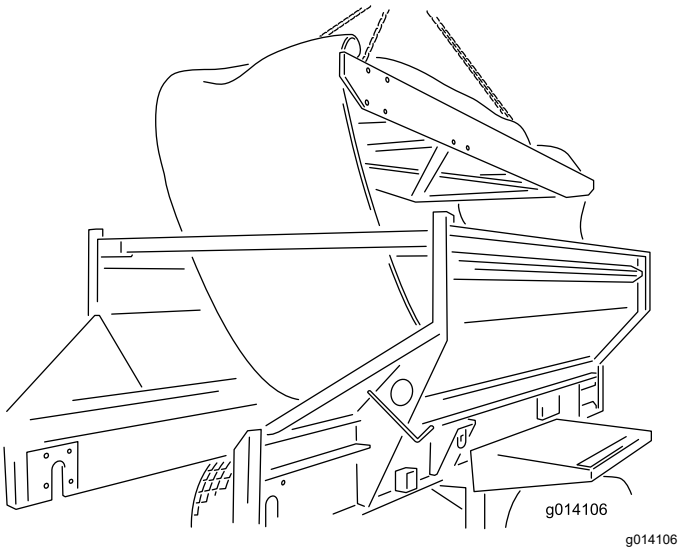

**Rysunek 55**
24. Zdejmij wkład, podnosząc go od górnej maszyny. Umieść go na ziemi (Rysunek 55).